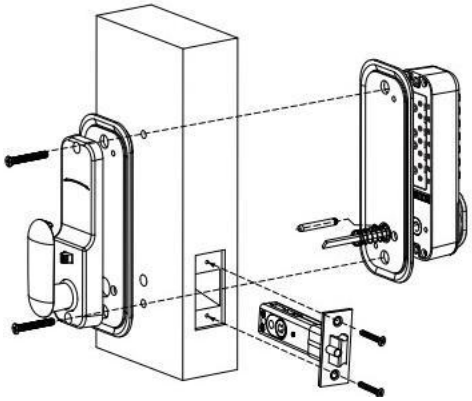

FIG8A
4) Montaż drzwi o grubości 35~42 mm, zamka panelu przedniego i wkładka drugi koniec włóż do okrągłego otworu zamka tylnego panelu. Po montażu użyj dołączonej uszczelki gumowej i śrub montażowych (jak na rys. 8A).